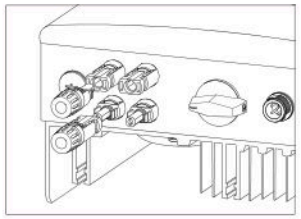

Figura 4.12 Collegamento dei connettori CC all'inverter
5. Quindi collegare i connettori CC all'inverter. Un piccolo clic conferma il collegamento. (vedi figura 4.12)